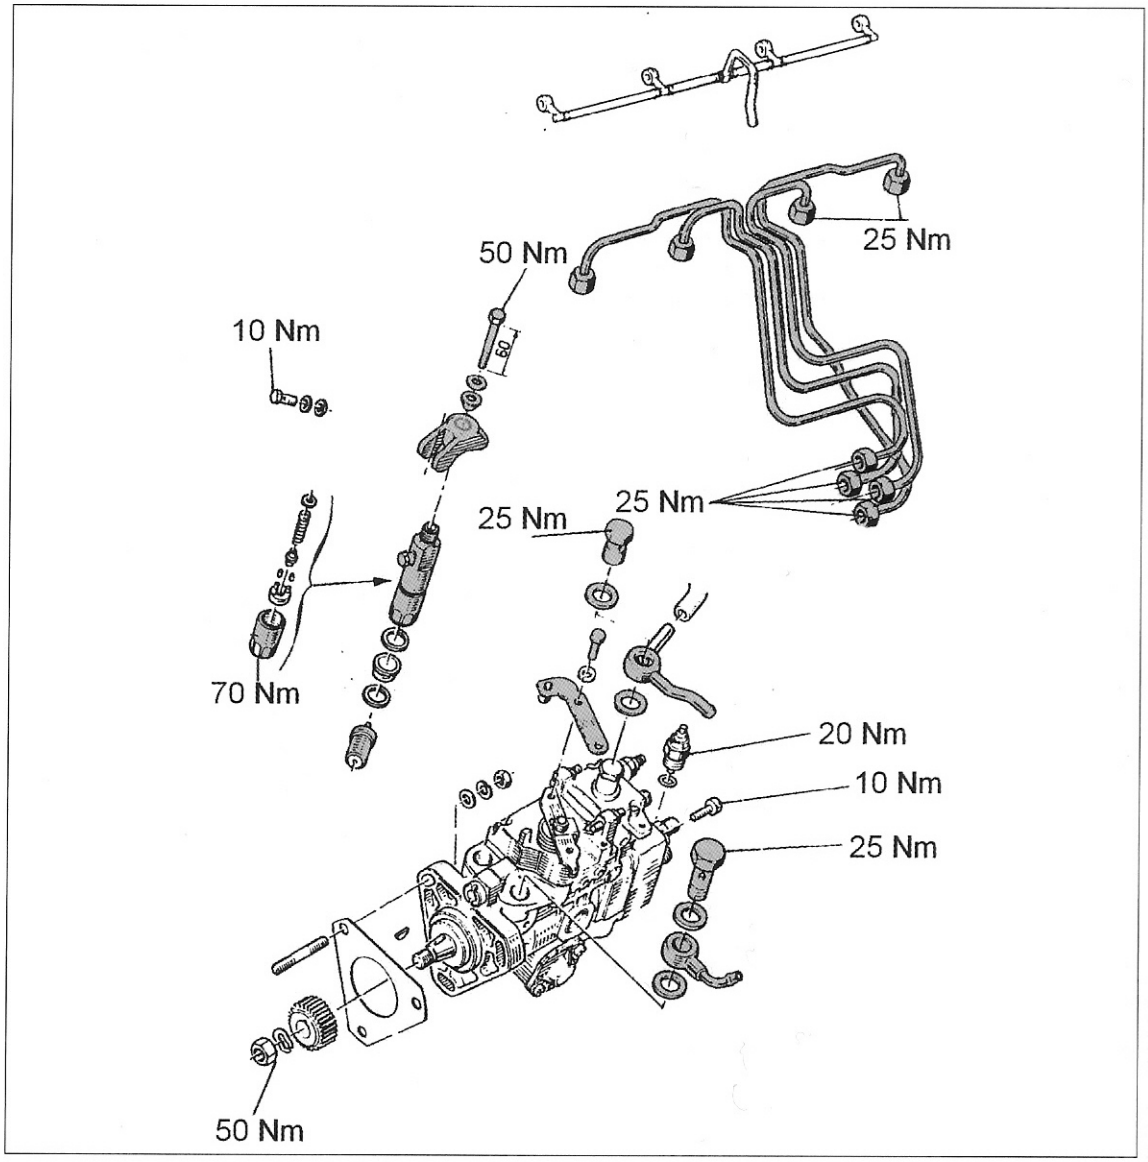
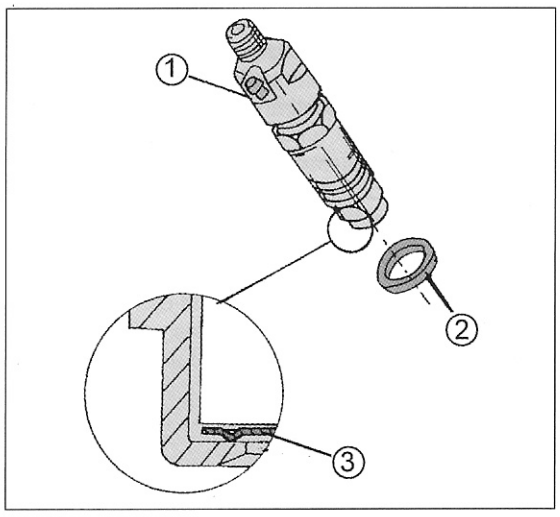

Bild 171
Bild 173
Bild 171 zeigt die Hauptteile der Einspritzanlage bei einem 2.5-Liter-Motor.
Die Einspritzdüsen sollten zum Abdrücken oder zur Reparatur in eine Dieselwerkstatt gebracht werden. Diese Arbeiten dürfen auf keinen Fall selbst durchgeführt werden, da außer der Erforderlichkeit von Spezialgeräten auch Verletzungen durch den Spritzdruck der Düsen verursacht werden können, wenn man mit den Fingern in die Nähe des Spritzkegels kommt. Je nach Motor und eingebauter Einspritzanlage sind unterschiedliche Einspritzdüsen eingebaut. Die Befestigung erfolgt entweder entsprechend Bild 171 oder die Einspritzdüse ist entsprechend Bild 173 eingeschraubt.
Die Einspritzdüsen liegen ziemlich versteckt und die entsprechenden Teile müssen ausgebaut werden, um an die Düsen zu kommen. Die Düsen ragen jeweils neben der Glühkerze aus dem Zylinderkopf heraus. Je nach Bauweise und Motor sind die Düsen entweder eingeschraubt oder werden durch das in Bild 171 gezeigte Klemmstück gehalten.
Düsenbefestigung wie in Bild 171 (Düse mit Klemmstück befestigt)
Düsenbefestigung wie in Bild 173 (eingeschraubte Düsen)
- Der Einbau erfolgt in umgekehrter Reihenfolge wie der Ausbau. Dichtring (2) und Flammenschutzscheibe (3) in Bild 173 immer erneuern. Im Kreisausschnitt kann man sehen, wie die Scheibe (3) aufgelegt werden muss. Die Düsen mit einem Anzugsdrehmoment von 70 Nm anziehen.